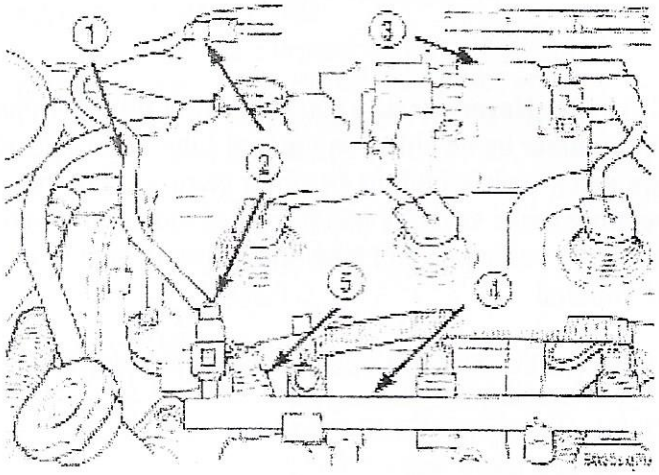

Fig. 8 Fuel Rail and Injectors
(1) Disconnect negative cable from battery.
(2) Remove fuel rail cover.
(3) Release fuel system pressure. Refer to Fuel System Pressure Release procedure on page 6.
(4) Disconnect fuel supply line from rail (Fig 8). Refer to Quick-Connect Fittings on page 6.
(7) Connect fuel supply line to fuel rail (Fig. 8). Refer to Quick Connect Fittings on page 6.
(8) Connect negative cable to battery.